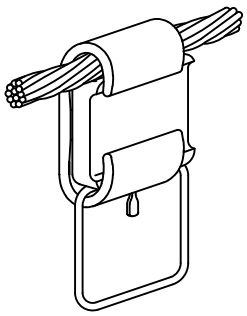

FIGURE 2
** WHEN TAPPING LINE CONDUCTOR WITH A HOT LINE CLAMP, USE WEDGE CONNECTOR/STIRRUP COMBINATION AS SHOWN IN FIGURE 2.